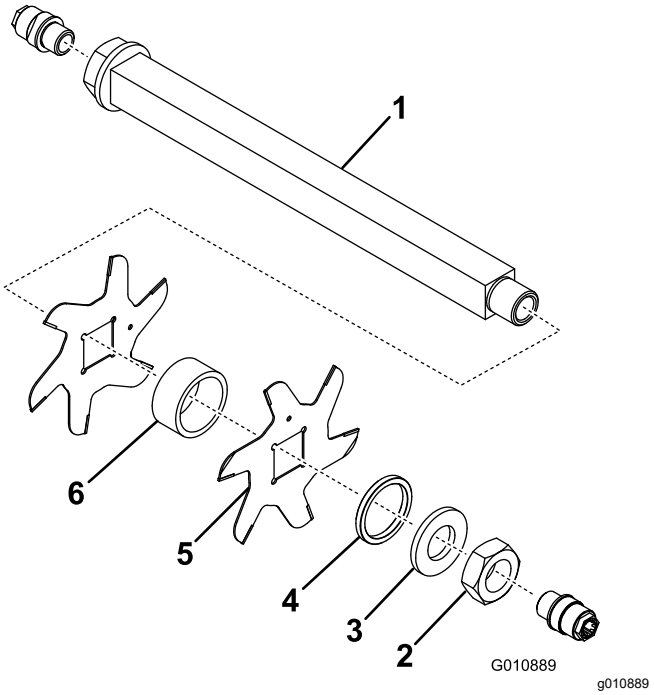

Figure 17
3. Remove the small spacer, the washer, the blades and the large spacers. Clean and lubricate the square shaft with a light coating of grease to simplify the assembly (Figure 17).